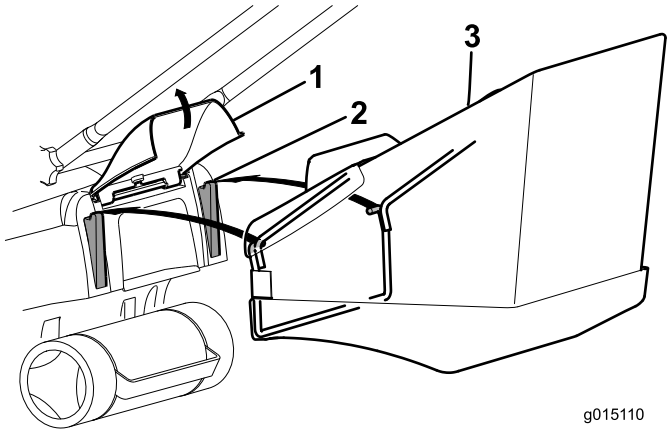

Figuur 15
2. Hou de achterklep omhoog en monteer de grasvanger op de lippen (Figuur 15).